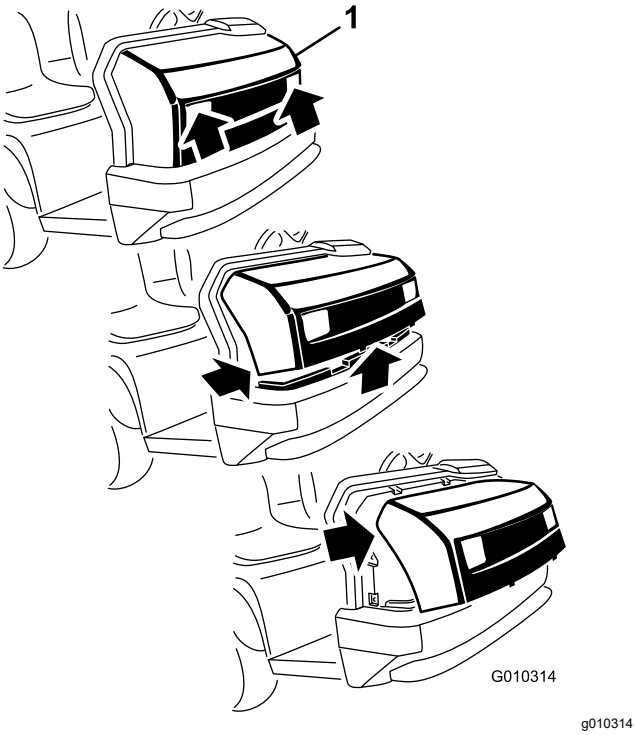

Figur 1
6. Fatta tag i strålkastaröppningarna på motorhuven och lyft huven uppåt så att de nedre monteringstapparna lossnar från stötdämparspåren (Figur 1).
7. Sväng huvens nedre del uppåt tills du kan dra ut de övre monteringstapparna från ramspåren (Figur 1).
8. Sväng huvens övre del framåt och koppla loss kabelkontakterna från strålkastarna (Figur 1).